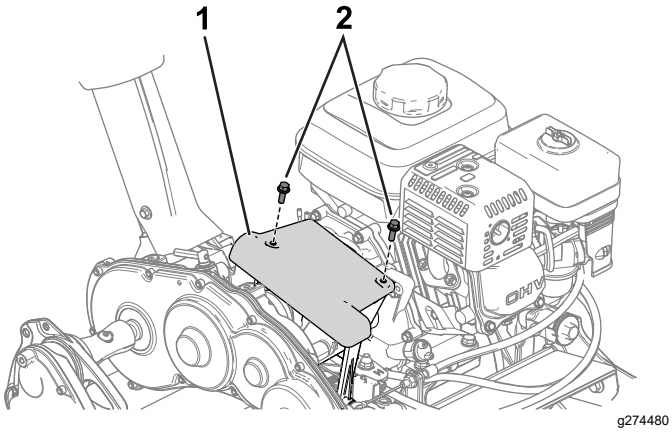

Figuur 33
1. U verkrijgt toegang tot de frictieschijf en de drukplaat door de kap van de koppeling te verwijderen (Figuur 33).